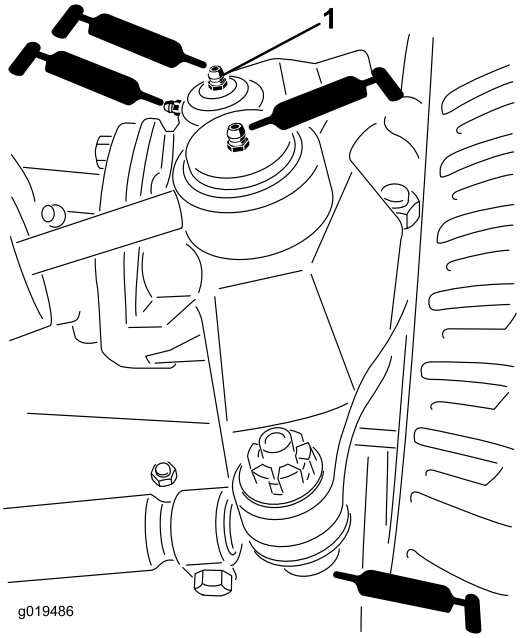

Bild 42
- Drehbüchsen der Hinterachse (2) (Bild 42).
- Lenkzylinder-Kugelgelenke (2) (Bild 42).
- Achsschenkelbolzen (2) (Bild 42) **Fetten Sie die obere Armatur am Achsschenkelbolzen nur einmal jährlich (2 Pumpen).**